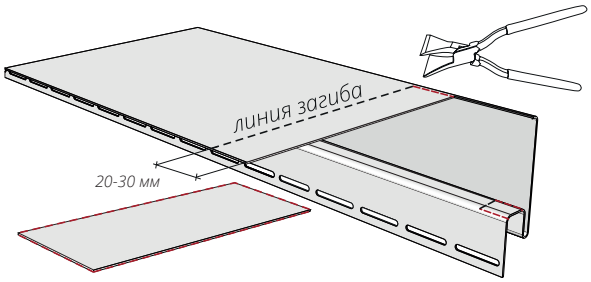

Рисунок 52
13.8 Подогните лепестки (рис. 52 и 53), используя клещи под угол 90°.